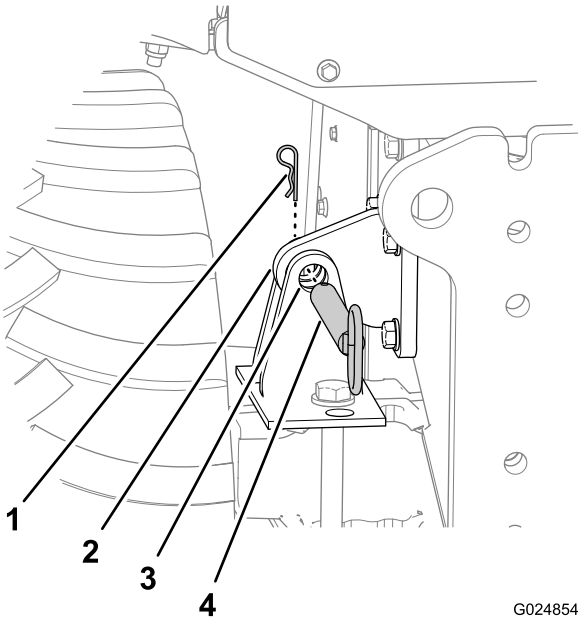

Bild 49
1. Entfernen Sie den Splint, mit dem der Kipp-Arretierbolzen an der Chassisarretierhalterung befestigt ist (Bild 49).
2. Nehmen Sie den Kipparretierbolzen aus den Löchern in der Chassisarretierhalterung und der Achsenarretierhalterung (Bild 49).
1. Fluchten Sie mit dem Kippschalter das Loch in der Chassisarretierhalterung mit den Löchern in der Achsenarretierhalterung aus (Bild 49).
4. Stecken Sie den Kipp-Arretierbolzen durch die horizontalen Löcher in der Chassisarretierhalterung und der Achsenarretierhalterung (Bild 49).
5. Befestigen Sie den Kipp-Arretierbolzen mit dem Splint an der Achsenarretierhalterung (Bild 49).